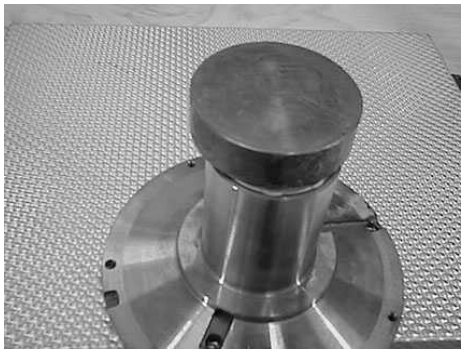

Fig. 29
6.08 Allow the Bush Holder to cool in the vertical position as shown in **Fig. 29**. Do not attempt to accelerate the cooling process. Metal block on top must be approx 1kg (2.2lb). When cool, visually inspect for correct Bush and Thrust pad seating and for any signs of damage.